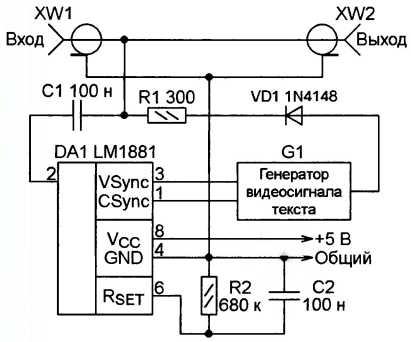

**Рис. 1**
**Формирователь прозрачных надписей на экране телевизора (рис. 1 <http://picavr.uunyan.com/Video_overlay_cir.jpg>).** Видеосигнал текста поступает от генератора G1, собранного на микроконтроллере (в оригинале на ATtiny2313). Он синхронизирован импульсами вертикальной (VSync) и